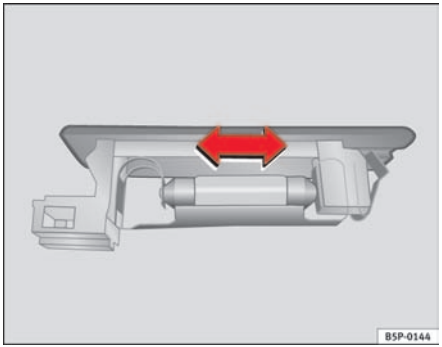

Fig. 188 Luggage compartment light
– Press the lamp sideways and remove it from its housing ⇒ page 249, fig. 188. ■